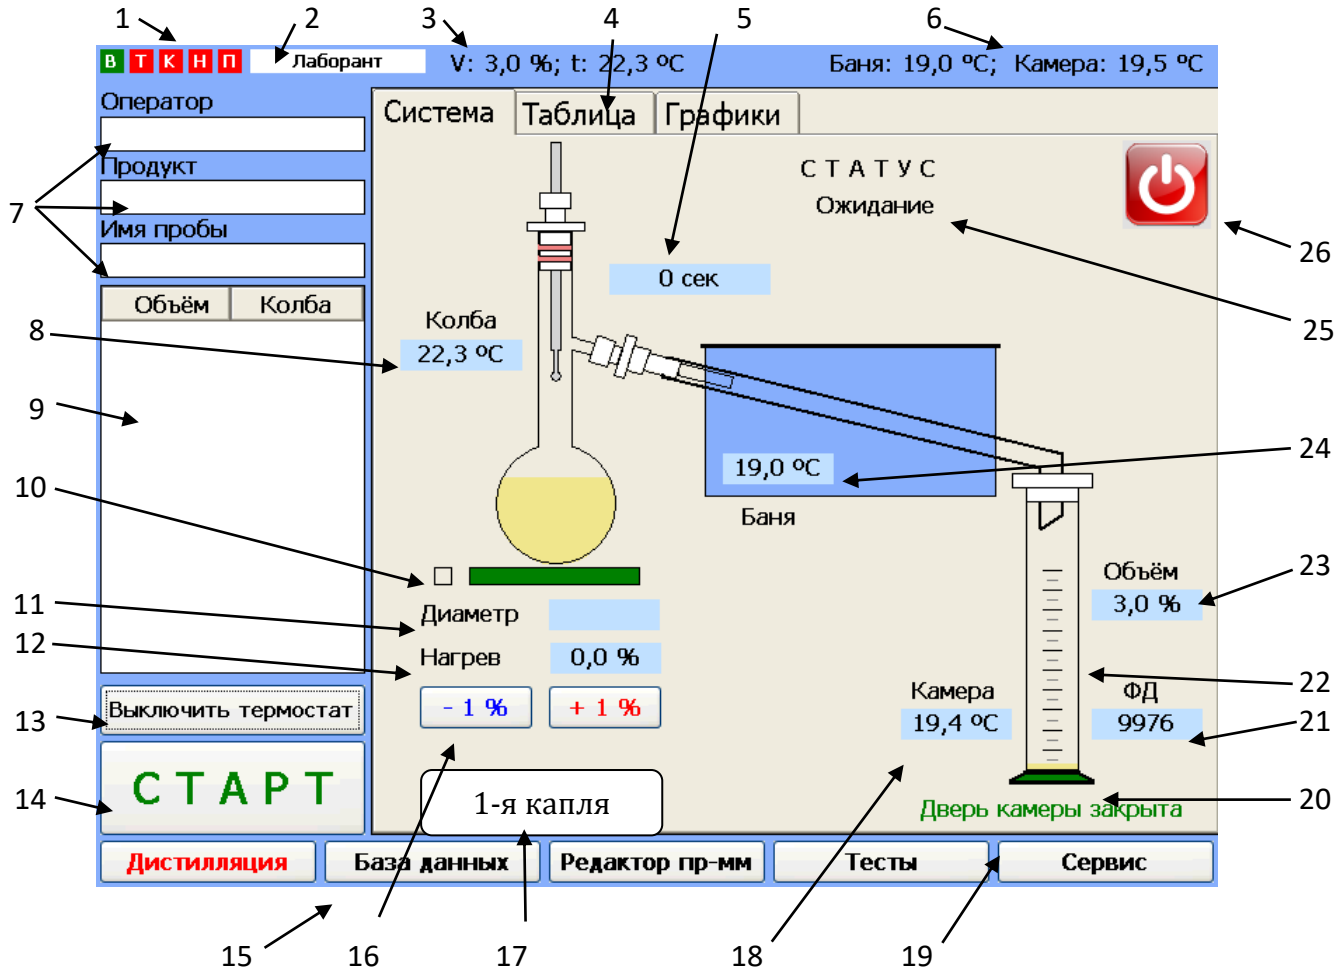
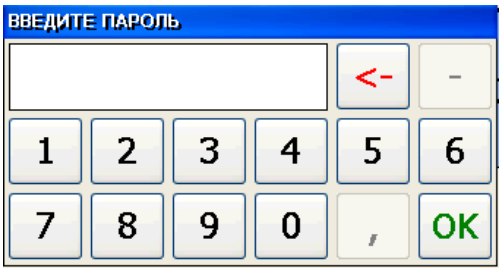

Рис.2 *Окно «Дистилляция» приложения «АФСА-С».*
Рис.4 *Окно ввода пароля.*
Система пожаротушения оборудована оптическим детектором пламени высокой чувствительности. Детектор срабатывает через 1 сек. (время срабатывания детектора настраивается в установках Анализатора, в разделе «Сервис»), после появлении пламени в блоке нагрева. При этом на экране Анализатора появляется предупреждающее сообщение ***рис. 2а*** и срабатывает звуковая сигнализация.
Рис.2а *Окно предупреждения системы пожаротушения.*
Также систему пожаротушения можно включить вручную. Для этого на передней панели блока нагрева расположена кнопка, обозначенная пиктограммой «Огнетушитель. Вкл. / Выкл.». После нажатия кнопки пожаротушения Анализатор выполняет действия, описанные выше, как и при срабатывании детектора пламени. При этом срабатывает звуковая сигнализация и на экране появляется сообщение, представленное на ***рис. 2б.***
Рис.2б *Окно предупреждения системы пожаротушения.*
Если система пожаротушения сработала, при следующем включении Анализатора сработает звуковая сигнализация и будет выведено следующее сообщение (***рис. 2в***):
Рис.2в *Окно предупреждения системы пожаротушения.*
c. На экране ВПО появится главное окно программы «Дистилляция» (***рис. 2***)
Уровень доступа постоянно индицируется в главном окне ***поз.2 рис.2***. При включении прибора программа всегда загружается с уровнем доступа «Лаборант». Но для некоторых функций Анализатора, таких как калибровка цилиндра или датчиков и удаление программ дистилляции требуется перейти в режим «Администратор». Для этого в окне ***рис.2*** необходимо нажать на кнопку «Сервис». Появится окно с запросом пароля ***рис.4.***
Здесь задаются значения объёмов и температур, требуемых по ТНПА на метод испытаний и Технических Условий на выбранный вид нефтепродуктов. Показания, при этих значениях, будут выводиться при дистилляции в ***поз.9 рис. 2***. Для добавления данных необходимо нажать на соответствующее поле белого цвета, которое находится над кнопкой «Добавить». Ввести значение, нажать кнопку «ОК» и нажать кнопку «Добавить». Может быть добавлено любое значение с дискретностью 0,1. Диапазон значений объёмов 0…100 %, температур 20…450 °С. При удалении значения его необходимо выбрать в списке и нажать кнопку «Удалить».